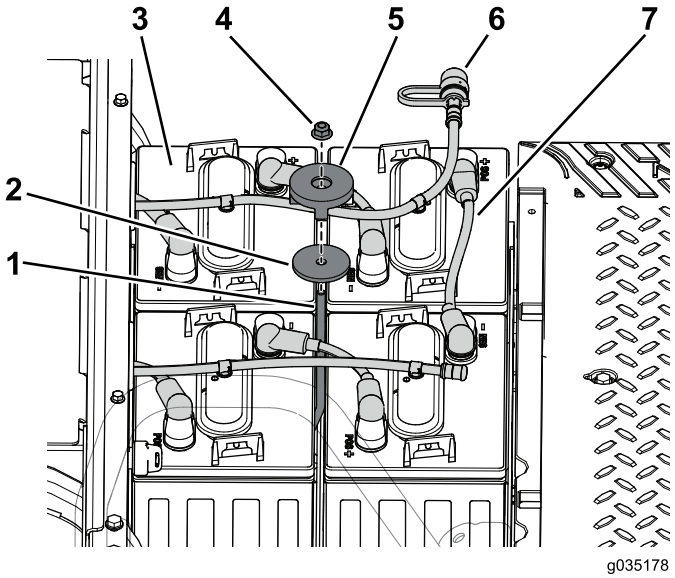

Figure 97
1. Install the 4 batteries into the front battery tray (Figure 97).
2. Use the hold-down rod, washer, hold down, and locknut to secure the batteries to the battery tray (Figure 97).
3. Connect the battery cables to the positive (+) terminal to the batteries (Figure 97).
6. Install the watering house to the batteries (Figure 97).